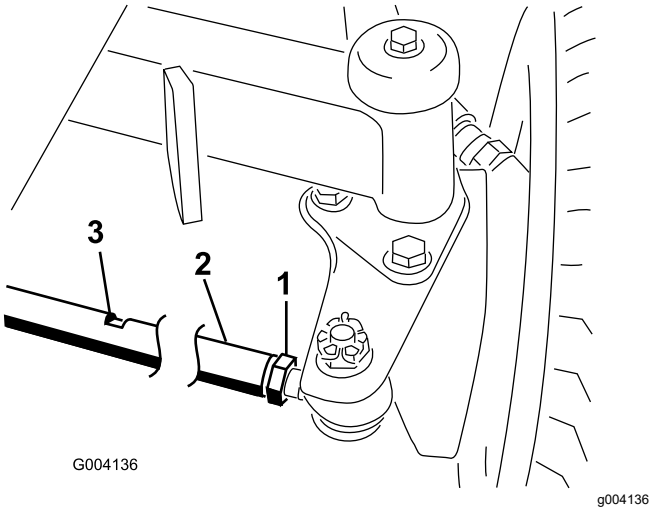

Figur 63
2. Lossa kontramuttern i båda ändar av dragstången (Figur 63).
3. Om du behöver vinkla hjulen roterar du dragstången genom att vrida vid de plana ytorna (Figur 63).
6. Skruva åt kontramuttern i båda ändar av dragstången (Figur 63).